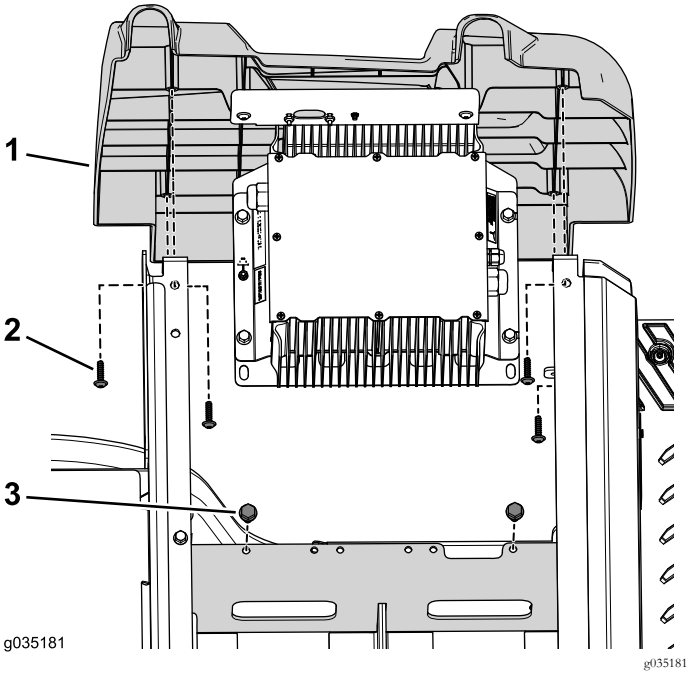

Figure 87
9. Utilisez les 2 boulons (3/8" x ¾") pour fixer le support de chargeur au support de batterie (Figure 87).